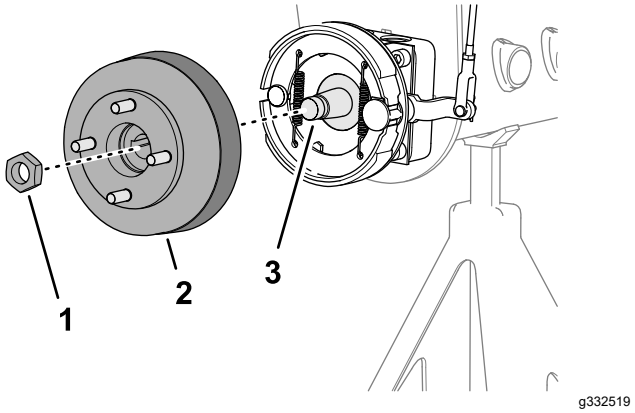
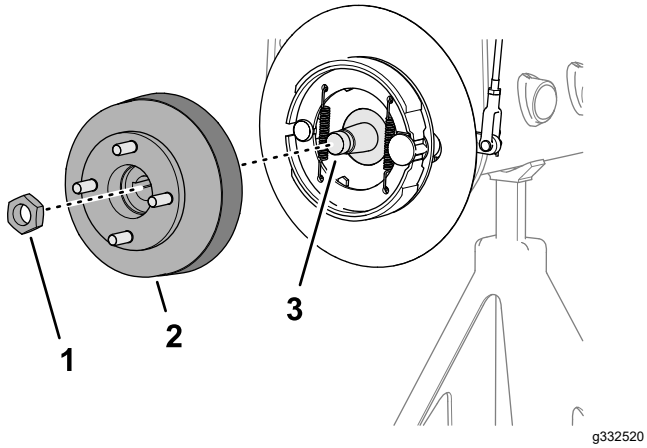

Figur 84
Figur 85
3. Monter hjulnavet og bremsetromlen på hjulmotorakslen (Figur 84 eller Figur 85).
4. Fastgør hjulnavet til akslen med låsemøtrikken (Figur 84 eller Figur 85), og tilspænd den med håndkraft.